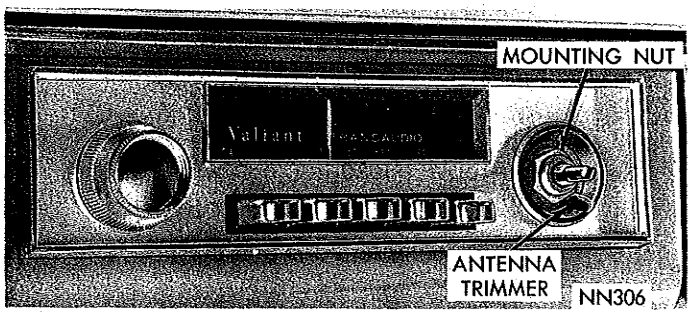

*Fig. 1—Antenna Trimmer-Valiant & Barracuda Models*
(1) Operate radio for 15 minutes.
(2) Extend antenna to 40 inches.
(3) Manually tune radio to noise or weak signal between 1400 and 16 K.C.
(4) Increase radio volume to full volume and tone control to maximum treble (fully clockwise).
(5) Remove right radio control knobs for access to trimmer control (Figs. 1, 2 and 3).